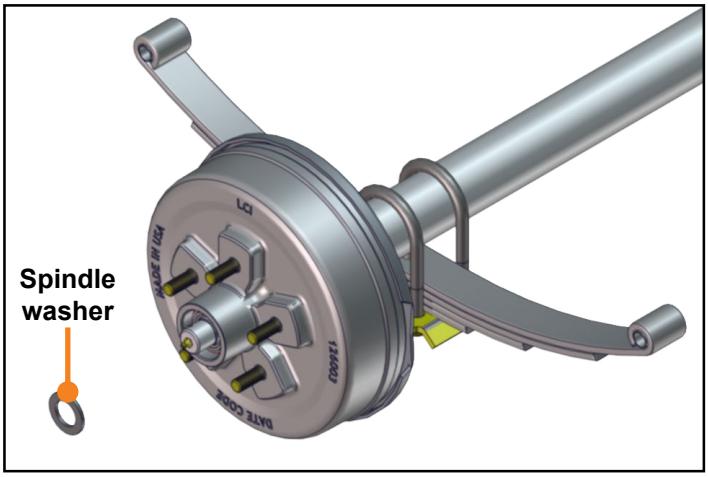

Fig.6
7. Remove the spindle washer from the spindle **(Fig. 6)**.